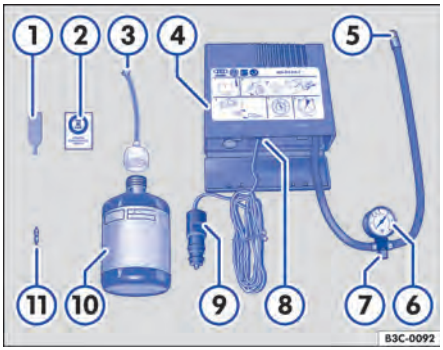

Fig. 178 Representação esquemática: componentes do kit de reparo dos pneus.
O kit de reparo dos pneus encontra-se no compartimento de bagagem sob o revestimento do assoalho. Ele é composto pelos seguintes componentes ⇒ Fig. 178:
11. Colar a etiqueta adesiva ⇒ Fig. 178 ② do kit de reparo dos pneus no campo visual do condutor no painel de instrumentos.
- Com a chave para remoção do elemento da válvula ⇒ Fig. 178 ①, desrosquear o elemento da válvula do pneu e colocá-lo sobre uma superfície limpa.
- Agitar a garrafa para enchimento dos pneus ⇒ Fig. 178 ⑩ algumas vezes com força.
- Rosquear a mangueira de enchimento ⇒ Fig. 178 ③ com firmeza no sentido horário sobre a garrafa para enchimento dos pneus. A película na tampa é perfurada automaticamente.
- Remover a vedação da tampa da mangueira de enchimento ⇒ Fig. 178 ③ e introduzir a extremidade aberta totalmente na válvula do pneu.
- Rosquear novamente o elemento da válvula com a chave para remoção do elemento da válvula ⇒ Fig. 178 ① na válvula do pneu.
- Rosquear a mangueira de enchimento dos pneus ⇒ Fig. 178 ⑤ do compressor de ar com firmeza na válvula do pneu.
- Verificar se o parafuso de sangria de ar ⇒ Fig. 178 ⑦ está fechado.
- Encaixar o conector do cabo ⇒ Fig. 178 ⑨ em uma tomada 12 V do veículo ⇒ Página 143.
- Ligar o compressor de ar com o interruptor LIGA-DESLIGA ⇒ Fig. 178 ⑧.
Reconectar a mangueira de enchimento dos pneus ⇒ Fig. 178 ⑤ e ler a pressão dos pneus no manômetro de pressão dos pneus ⑥.